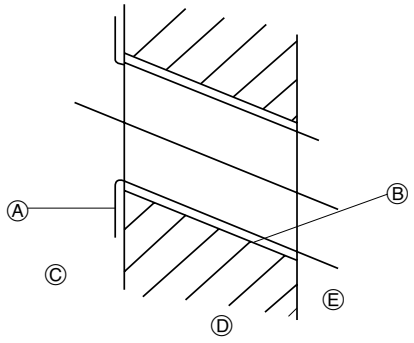

Fig. 3-3
2) Hacer el agujero para las tuberías (Fig. 3-3)